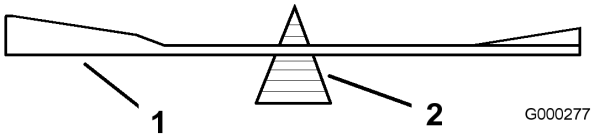
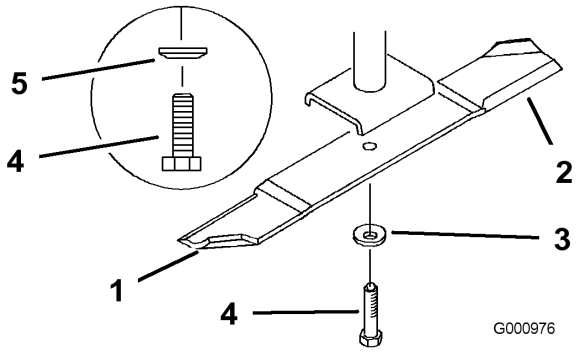

Figure 77
Figure 78
2. Retirez de l'axe le boulon, la rondelle élastique et la lame (Figure 78).
2. Vérifiez l'équilibre de la lame en la plaçant sur un équilibreur (Figure 77). Si la lame reste horizontale, elle est équilibrée et peut être utilisée. Si la lame est déséquilibrée, limez un peu l'extrémité de la partie incurvée seulement (Figure 78). Répétez la procédure jusqu'à ce que la lame soit équilibrée.
1. Placez la lame sur l'axe (Figure 78).
2. Installez la rondelle élastique et le boulon de la lame. Le cône de la rondelle élastique doit être dirigé vers la tête du boulon (Figure 78). Serrez le boulon à 115-150 Nm (85-110 pieds-livre).